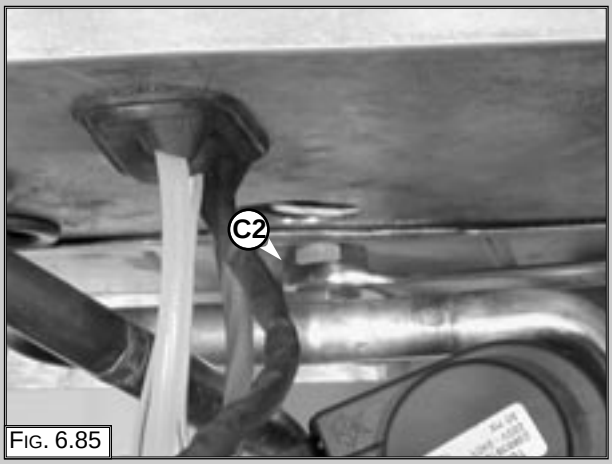

Fig. 6.85
1. Loosen nut “C2” (Fig. 6.85);